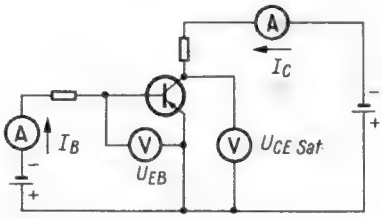

*Bild 2. Messung der Kollektor-Restspannung $U_{CE\,sat}$*
*Bild 2* zeigt eine Schaltung zum Messen der Kollektor-Restspannung. Emitter- und Basisstrom werden Quellen hoher Spannung über hochohmige Vorwiderstände entnommen, damit sie hinreichend konstant bleiben. Auch hier ist die Temperatur zu berücksichtigen. Wird bei hohen Strömen die zulässige Verlustleistung überschritten, so muß man mit Impulsen messen und die Schaltung entsprechend abwandeln.